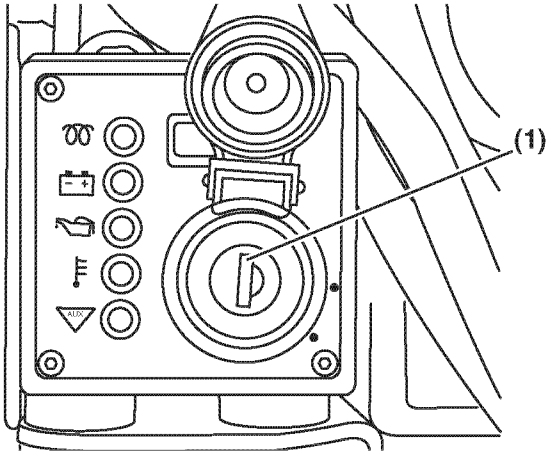
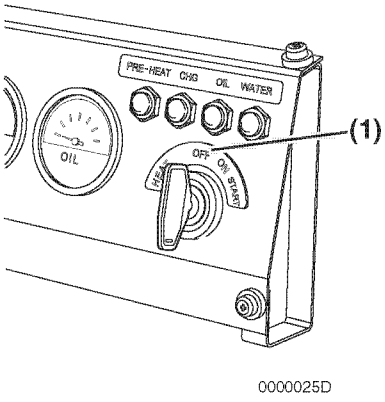

***Figure 6***
***Figure 7***
4. Turn the key to the OFF position **(Figure 6, (1))** or **(Figure 7, (1))** and remove it from the key switch.